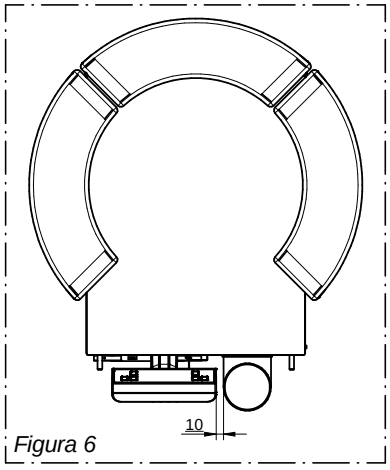

Figura 6
- Porre particolare attenzione nell' assemblaggio del tubo uscita fumi poiché lo stesso deve distare non meno di 10 mm dal pannello comandi (Figura 6): assemblare il tubo a ridosso del pannello significa danneggiare il pannello comandi (danno non coperto da garanzia). Con questa installazione è possibile canalizzare posteriormente l'aria calda utilizzando solamente l'uscita lato destro.